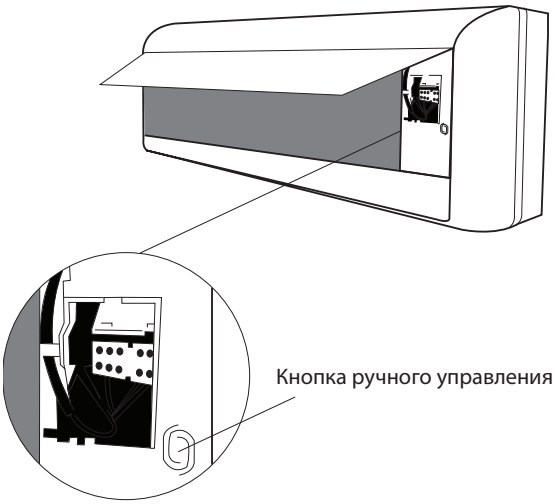

Рис. 8.1
2. Кнопка **MANUAL CONTROL** находится в правой части блока. Чтобы выбрать функцию COOL, нажмите кнопку два раза. См. ***рис. 8.1***.